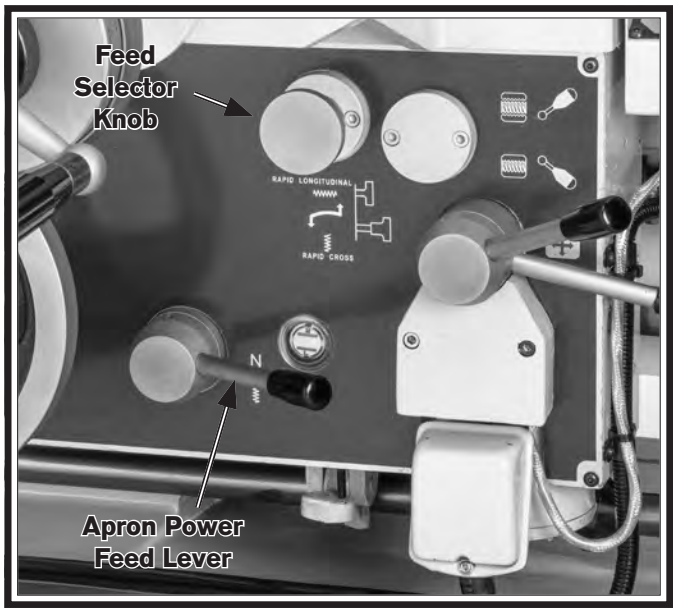

Figure 46. Feed selector knob.
4. Push Feed Selector knob (see **Figure 46** on **Page 34**) in for rapid longitudinal travel selection.
Use **Figures 46–47** and the following descriptions to become familiar with the locations and functions of the controls that you will use to set up the correct power feed for your operation.
Feed Selector Knob: Selects the carriage or cross slide for power feed operations and quick traverse operations (see **Figure 46**).
Apron Power Feed Lever: Changes power feed direction (see **Figure 46**). This lever quickly switches the power feed axis between longitudinal and cross feed operations.
1. Turn lathe ***OFF*** and engage apron power feed lever (see **Figure 46**) for your feed operation.